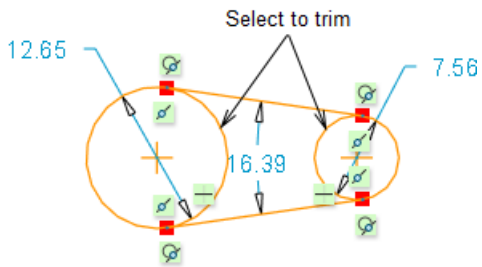

Figure 2-39 *Locations to trim*
2. Select the two circles individually to trim them at the locations shown in Figure 2-39.